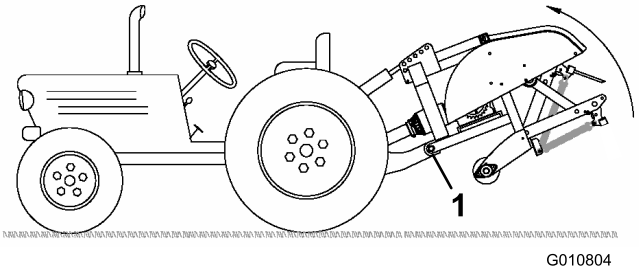

**Figur 22**
**Merk:** For å unngå at du hever traktoren for høyt, fester du løftearmene i de øverste hullene på løftebraketten (hvis utstyrt) (Figur 22). Maksimal vinkel på kraftuttaksakselen er 35°.